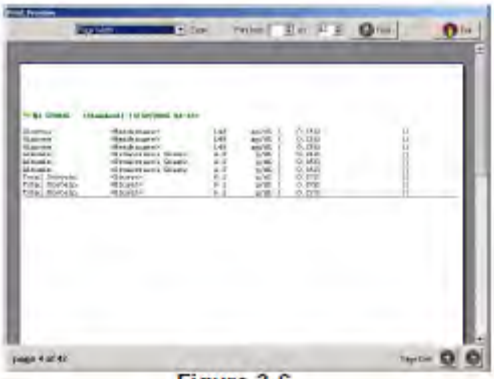

Figure 3-6
4) a tela de visualização de impressão será exibido (Fig. 3-6).
3) a tela de visualização de impressão aparecerá (igual a Fig. 3-6).